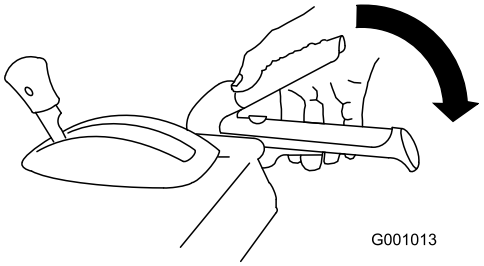

Figur 38
1. For å aktivere spiralblads-/viftehjulsdrivverket, klem den høyre spiralblad-/viftehjulfunksjonsspaken til håndtaket (Figur 38).